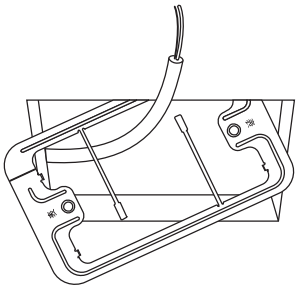

Fig. 8-29
(1) Remove the metal plate of the receiver by slipping a slotted screwdriver or the like into the cutout on the bottom.
(2) Cut out a hole in the ceiling to match the dimensions of the enclosed template. (95 X 51 mm)
(3) Pass the wiring through the enclosed installation metal fitting and put it into the hole. (Fig. 8-29)